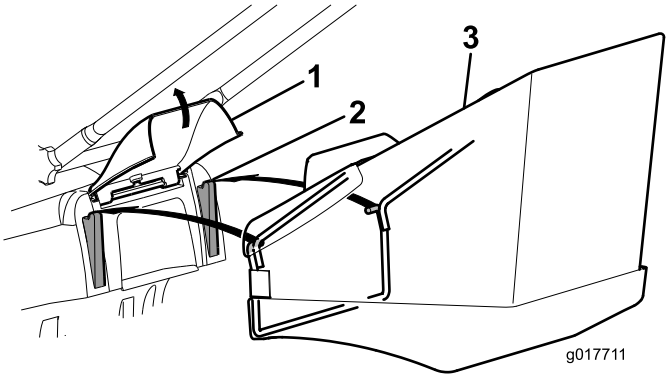
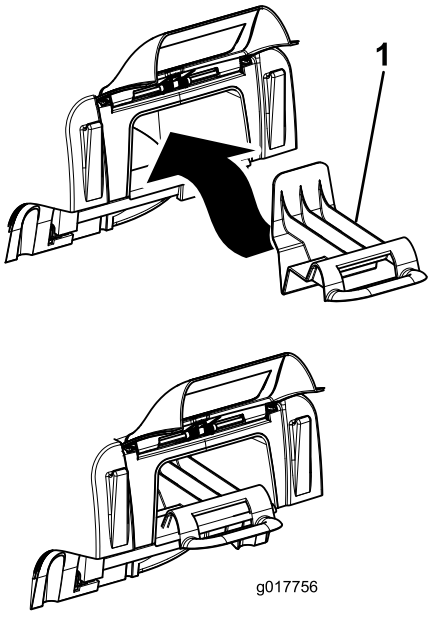

Рисунок 14
Рисунок 15
1. Поднимите задний отражатель, снимите заглушку для мульчирования (Рисунок 15) и установите в проушины мешок для сбора травы (Рисунок 14).
Примечание: Чтобы перенастроить газонокосилку из режима сбора травы в мешок в режим утилизации, снимите мешок для сбора травы, установите заглушку для мульчирования, снятую на этапе 1, и опустите заднюю дверцу (Рисунок 15).